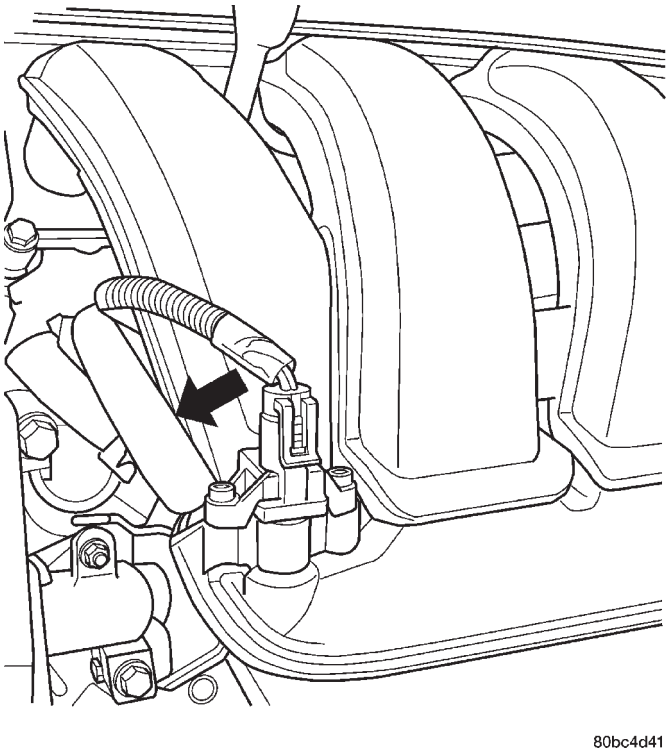
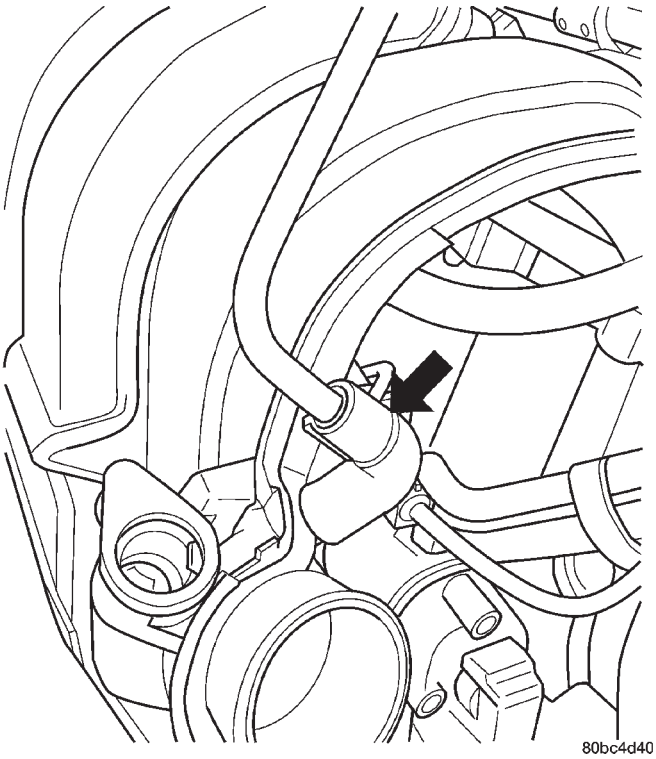

Abb. 27 Bremskraftverstärker-Schlauch
Abb. 28 Schlauch der Kurbelgehäuse-Zwangsentlüftung
(6) Schläuche von Bremskraftverstärker (Abb. 27) und Kurbelgehäuse-Zwangsentlüftung (Abb. 28) am Ansaugkrümmer abziehen.